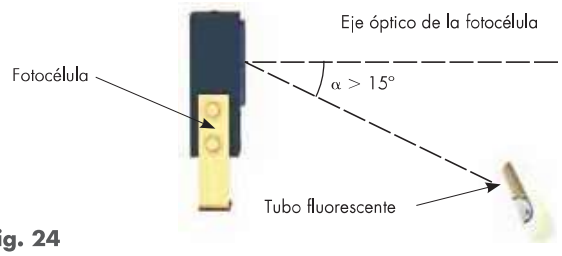

Fig. 24
- Hay que evitar la *incidencia directa de luz fluorescente* sobre la fotocélula. Cuando la incidencia es inevitable, se ha de procurar que el ángulo α formado por la lámpara fluorescente y el eje óptico de la fotocélula sea mayor de 15° (fig. 24).